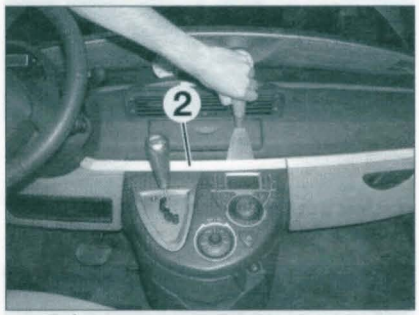

FIGURE 9-8
- Décliper la baguette enjoliveur centrale (2) **(figure 9-8)**.